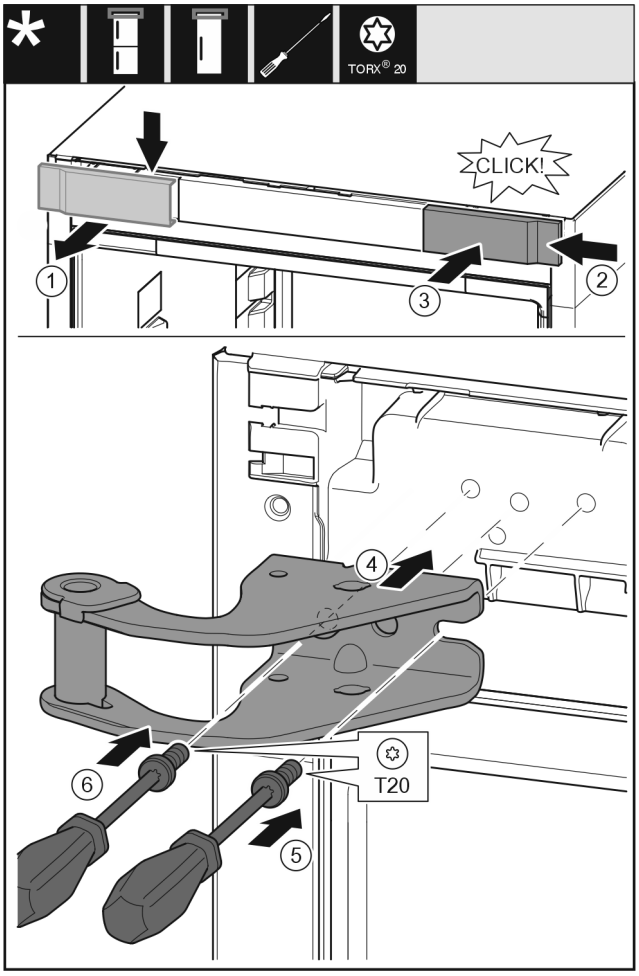

Fig. 12
▶ Снимите крышку сверху вперед. *Fig. 12 (1)*
▶ Навесьте крышку, повернув ее на 180°, справа с другой стороны. *Fig. 12 (2)*
▶ Зафиксируйте крышку. *Fig. 12 (3)*
▶ Установите верхний опорный кронштейн. *Fig. 12 (4)*
▶ Установите и затяните винт отверткой T20. *Fig. 12 (5)*
▶ Вставьте и затяните винт отверткой T20. *Fig. 12 (6)*